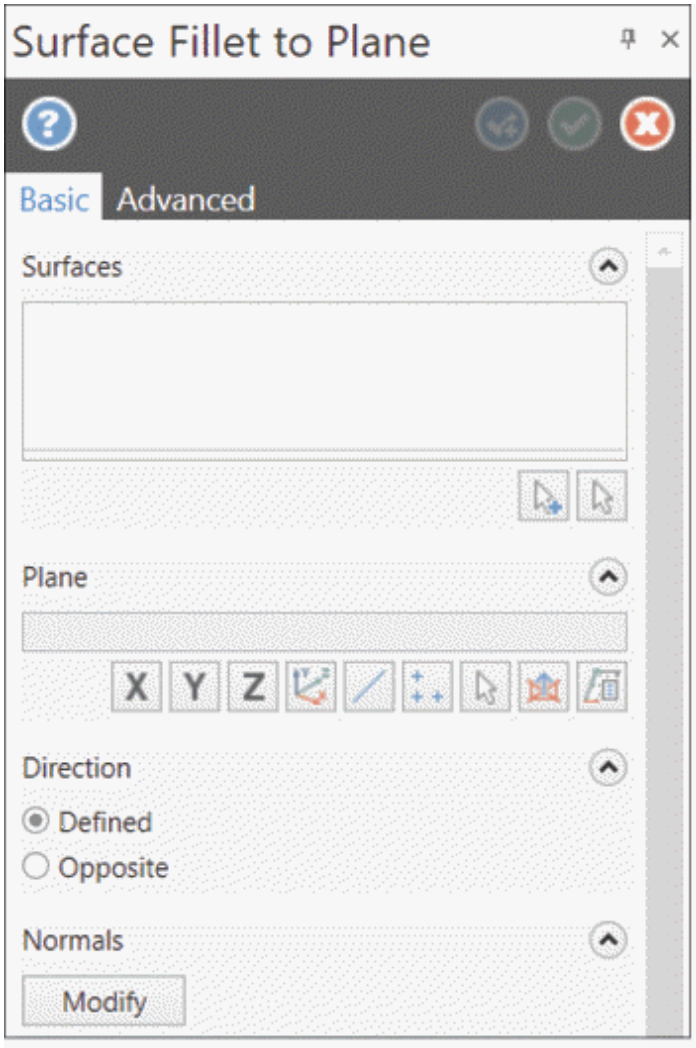

Figure-61. Surface Fillet to Plane Manager
- Click on the **Fillet to Plane** tool from the **Fillet to Surfaces** drop-down in **Modify** group of **Surfaces** tab in the **Ribbon**. The **Surface Fillet to Plane Manager** will be displayed; refer to Figure-61.